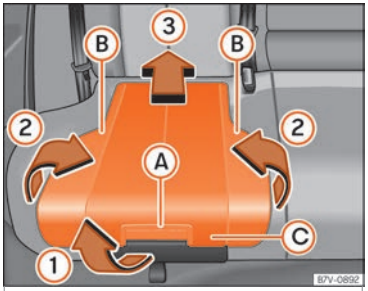

Fig. 95 Embedded child seat: lift up the pillow.
- Pull the unlock lever ››› Fig. 95 Ⓐ on the cushion in the direction of the arrow ››› Fig. 95 ①.
- Fold both sides ››› Fig. 95 Ⓑ up in the direction of the arrow ››› Fig. 95 ②.
- Push the cushion ››› Fig. 95 Ⓒ back in the direction of the arrow ››› Fig. 95 ③ until it engages.